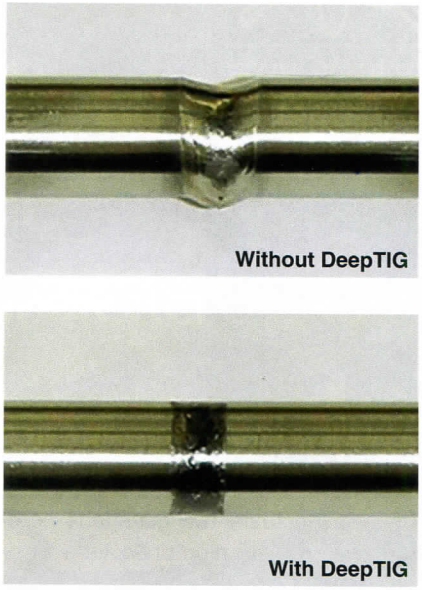

FIGURE 5
- Center tubes, plumbing on skids (injection pumps), hydraulic control panels, and oil well Christmas trees (see **Figure 5**).